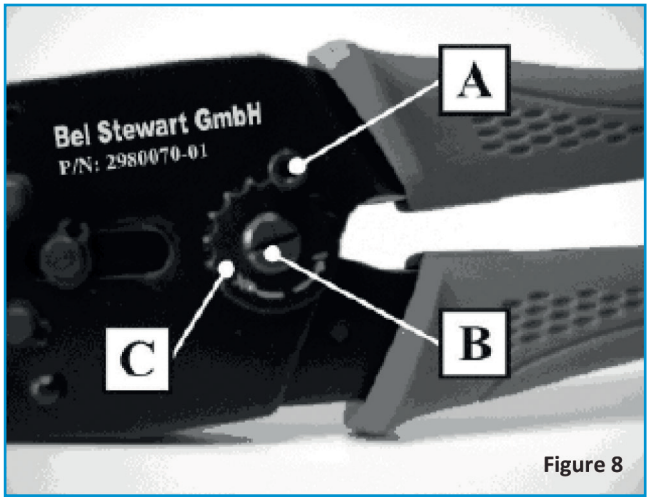

Figure 8
1. Loosen and remove allen head screw (A) using a 2.5mm allen wrench. (Fig. 8)
2. Using a screw driver turn eccentric axle (B) and toothed adjustment wheel (C) into new position.